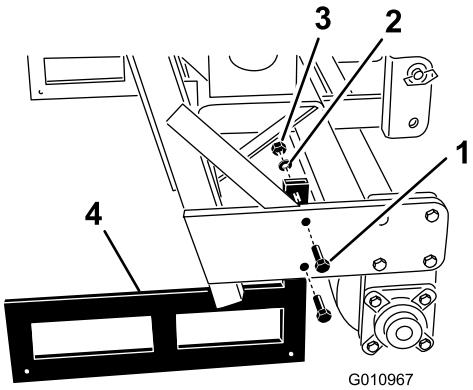

Figur 33
2. Ta bort de bultar och muttrar som fäster förvaringsstöden på varje sida av luftaren (Figur 33).